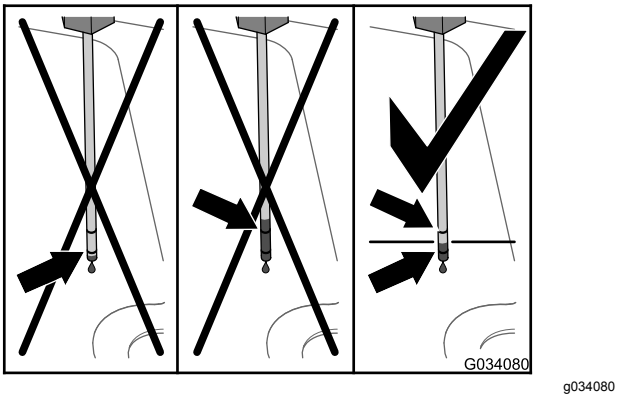
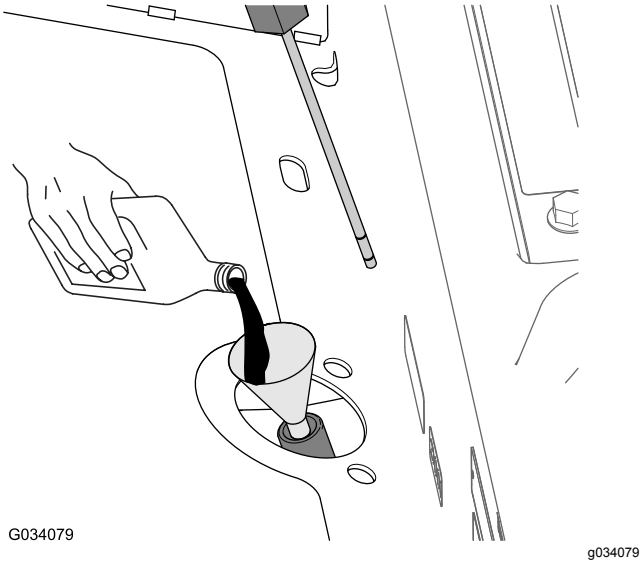

Figur 79
Figur 80
4. Ta bort oljestickan och kontrollera oljenivån (Figur 79).
5. Om vätskenivån ligger under det nedre märket på oljestickan ska du fylla på angiven hydraulolja i påfyllningsröret (Figur 80) tills vätskenivån hamnar mellan de övre och nedre markeringarna på oljestickan (Figur 79).
6. Tillsätt angiven hydraulvätska i påfyllningsröret (Figur 80) tills vätskenivån i växellådshuset (tanken) visar ungefär halvvägs mellan de övre och nedre markeringarna på oljestickan (Figur 79).